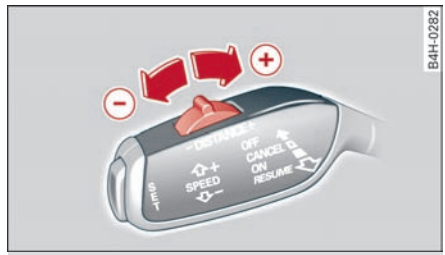

图 107 操控拨杆：设定距离
▶ 要显示当前的设定距离时，请点按开关 ⇨ *图 107*。